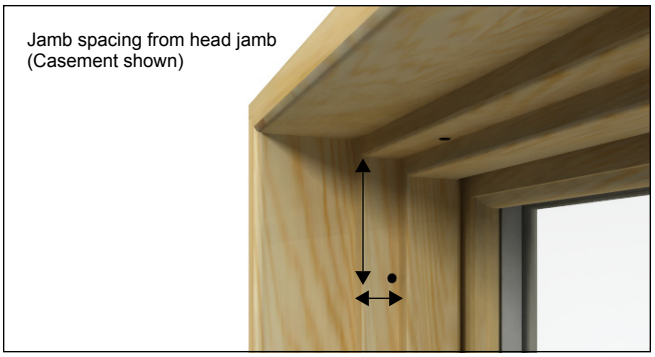
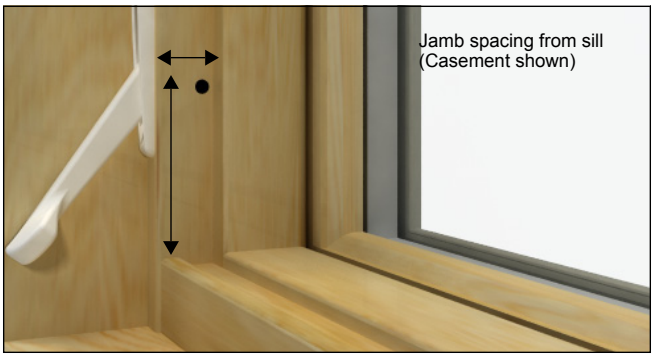
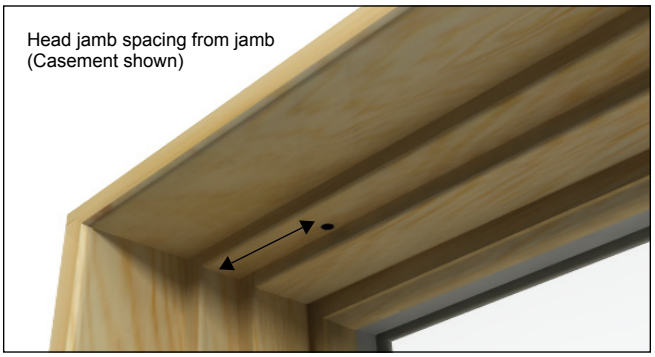

Figure 1
Figure 2
Figure 3
1. Mark hole location on wood jamb/head jamb stops using spacing chart (see chart). From interior edge of jamb/head jamb stop measure 1/2″(13) and mark intersection point of previous dimension. Carefully drill hole at intersection, mark through jamb/header stop *only* using 3/8″ (10) drill bit. Center 3/16″(5) drill bit in 3/8″(10) hole and carefully drill through jamb frame. See figure 1, figure 2, and figure 3.